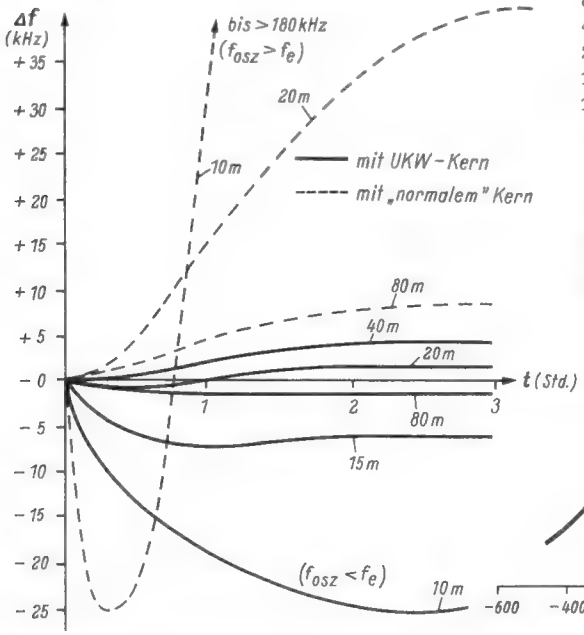

Bild 4. Frequenzkonstanz-Kurven des Gerätes
Das Gerät soll nicht nur eine hohe Konstanz nach einer gewissen Einbrennzeit — die meist 1½ bis 2 Stunden beträgt — besitzen, sondern auch die Drift nach dem Einschalten muß möglichst gering sein. Eine gewisse Drift, die in den ersten fünf Minuten durch die Erwärmung der Röhren (Unterschied Kaltkapazität zu Warmkapazität) eintritt, soll dabei außer Acht bleiben. Die Wicklungen der Spulen besitzen für sich einen positiven Temperaturkoeffizienten (TK), dagegen ist der TK der Eisenkerne negativ. Bei den im Oszillator benutzten sogenannten UKW-Kernen (T 2603/1) ist er jedoch geringer als bei den hochpermeablen Kernen. Zudem ist ja die „gescherte" Permeabilität wirksam, so daß man einen Punkt finden kann, an dem sich der positive TK der Spule mit dem negativen TK des Eisenkerns etwa kompensiert. Das ist bei der angegebenen Dimensionierung angenähert der Fall, so daß sich eine relativ hohe Konstanz und geringe Drift mit verhältnismäßig bescheidenen Mitteln ergeben *(Bild 4)*. Die gestrichelten Kurven stellen zum Unterschied Messungen mit „normalen" Kernen dar. Nicht berücksichtigt wurden Netzspannungsschwankungen, die auch einen Einfluß auf die Konstanz haben. Da die Anodenspannung des Oszillators stabilisiert ist, könnte man die restlichen Schwankungen durch Stabilisieren des Heizstromes der ECH 81 noch eleminieren. Zum Vergleich sei angeführt, daß für einen modernen kommerziellen Kurzwellensuper eine Konstanz von besser als $4 \cdot 10^{-5}/^0C$ (= 560 Hz/°C bei 14 MHz) angegeben wird.